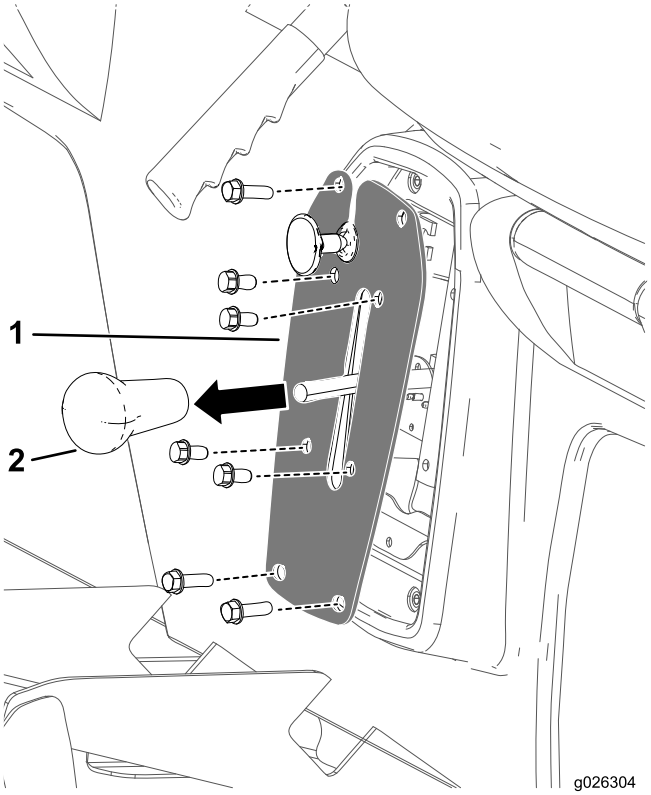

Rysunek 41
1. Zdejmij gałkę dźwigni zmiany biegów (Rysunek 41).
2. Odkręć 4 śruby mocujące płytę mechanizmu zmiany biegów do wspornika mechanizmu (Rysunek 41).
3. Odkręć 4 śruby mocujące płytę mechanizmu zmiany biegów do podstawy fotela i zdejmij płytę mechanizmu zmiany biegów (Rysunek 41).
4. Nakręć gałkę na dźwignię zmiany biegów i dokręć mocno gałkę ręką (Rysunek 41).